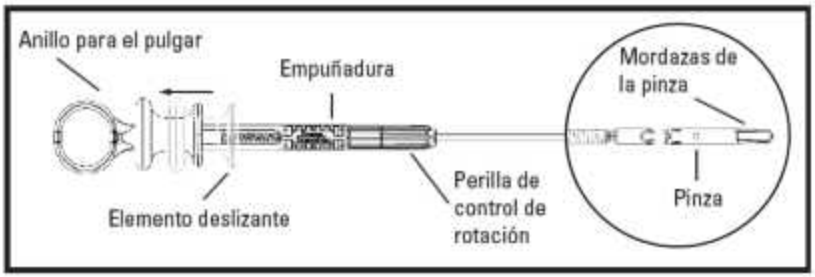

Figura 5. Pinza Resolution 360 ULTRA colocada de manera permanente
• Opción 2: La grapa Resolution 360™ ULTRA puede colocarse de manera permanente. Para colocar de manera permanente la pinza Resolution 360 ULTRA, continúe moviendo el elemento deslizante en dirección proximal más allá del punto de resistencia táctil; en este punto oirá o notará un chasquido. Continúe moviendo el elemento deslizante en dirección proximal hasta el segundo punto de resistencia táctil o hasta que oiga o sienta un clic. Continúe moviendo el elemento deslizante en dirección proximal hasta la anilla del pulgar, tal y como se indica en la Figura 5.